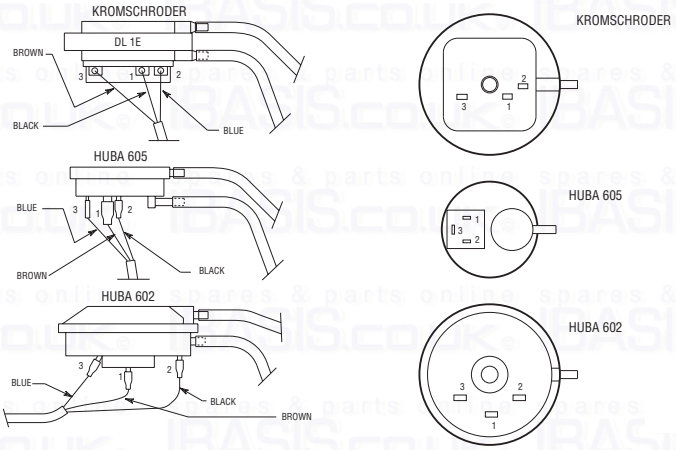

Fig. 46
f) Re-assemble in reverse order (refer to fig. 46 for wiring).